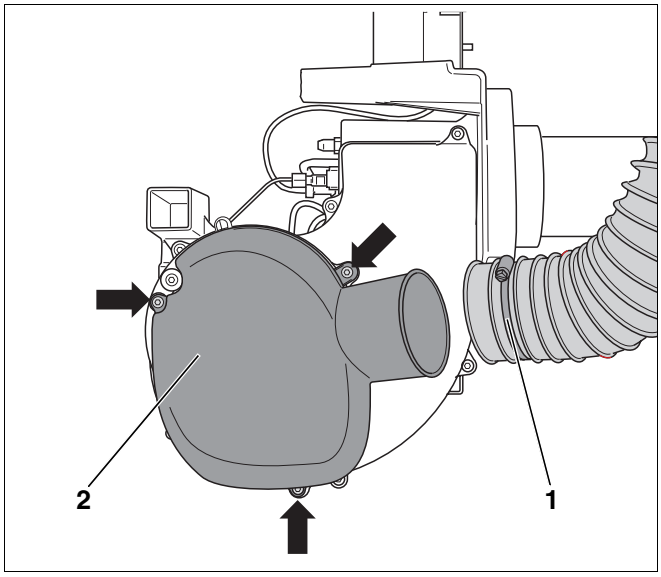
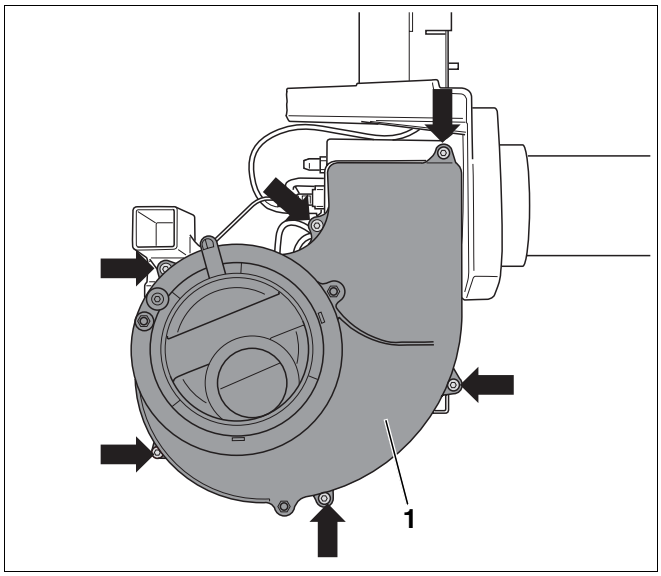

Fig. 21 Smontare il silenziatore d'aspirazione
Fig. 22 Smontare il coperchio della ventola
- Liberare la fascetta (fig. 21, **pos. 1**) dell'adduzione di aria comburente per l'esercizio indipendente dall'aria del locale.
- Allentare le viti di fissaggio (fig. 21, frecce) e rimuovere il silenziatore d'aspirazione (fig. 21, **pos. 2**).
- Allentare le viti di fissaggio (fig. 22, frecce) e rimuovere il coperchio della ventola (fig. 22, **pos. 1**).
- Fissare nuovamente il coperchio della ventola (fig. 22, **pos. 1**) ed il silenziatore d'aspirazione (fig. 21, **pos. 2**).
- Allentare la fascetta (fig. 21, **pos. 1**, pagina 28) ed estrarre il tubo d'aspirazione.